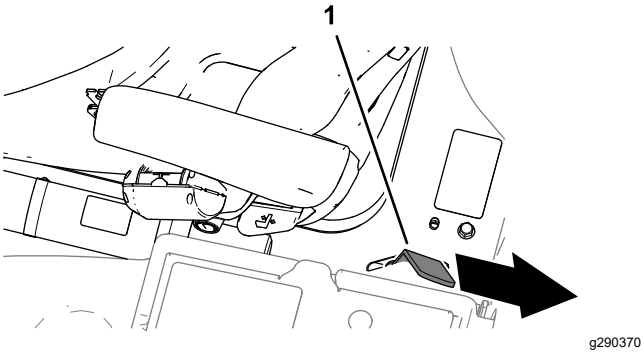

Rysunek 52
3. Maksymalnie obniż podest i przesuń uchwyt blokady podestu do tyłu maszyny do momentu, aż haczyki zatrzasku całkowicie złapią pręt zabezpieczający (Rysunek 52).